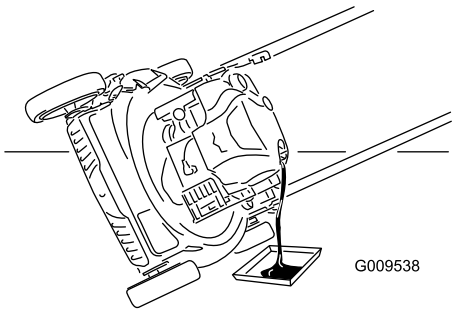

Figur 20
7. Tip maskinen over på siden med oliepåfyldningsrøret nedad, så den brugte olie kan løbe ud gennem oliepåfyldningsrøret ned i olieaftapningsbakken (Figur 20).